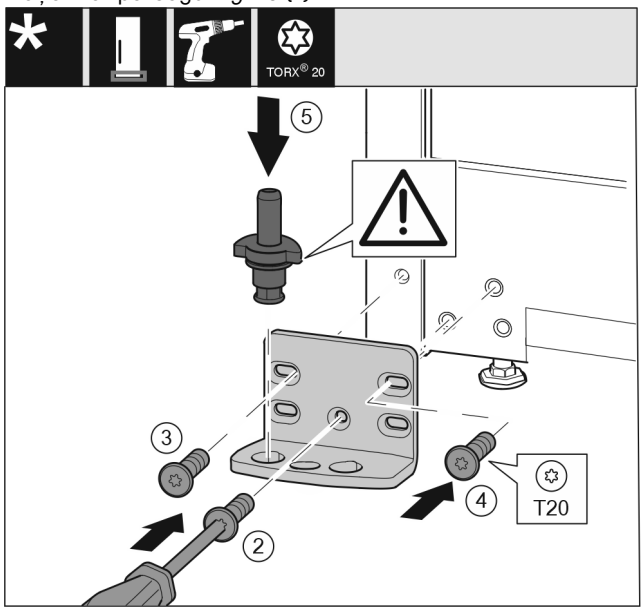

Fig. 16
- ▶ Pielieciet gultņa balstu otrā pusē un pieskrūvējiet, izmantojot skrūvgriezi. Sāciet apakšā pa vidu ar skrūvi *Fig. 16 (2)*.
- ▶ Pieskrūvējiet skrūvi *Fig. 16 (3)* un skrūvi *Fig. 16 (4)*.
- ▶ Pilnīgi ievietojiet gultņa tapu *Fig. 16 (5)*. Uzmaniet, lai fiksācijas izcilnis būtu vērsts virzienā uz aizmuguri.